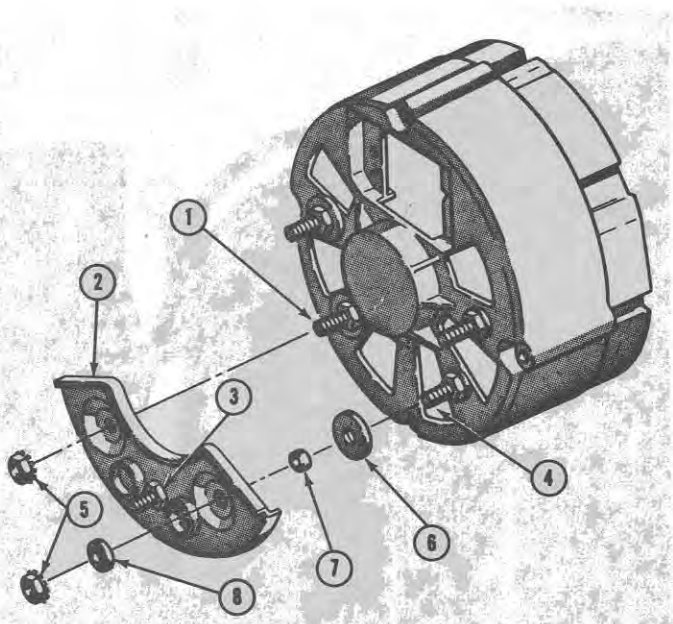

Figure 28
2. Remove the two 10-24 locknuts and the 1/2" O.D. (12.70 mm.) fiber washer from the auxiliary terminal and the negative output stud. Notice the nylon sleeve on the negative output stud, Figure 28.
1. With the battery ground cable (negative) disconnected from the battery, place the isolation diode assembly, Figure 28, over the terminal studs. Make sure the 3/4" (19.05 mm.) O.D. washer and nylon sleeve is installed on the negative output stud behind the diode assembly.
1. Remove the two 10-24 locknuts and the 1/2" (12.70 mm.) O.D. fiber washer, Figure 28, from the auxiliary and negative output studs.